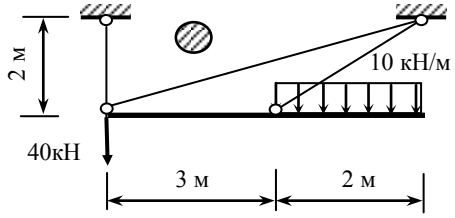

Рис. 1
2. Подобрать размеры поперечных сечений стержней из условия прочности, если $[\sigma] = \pm 160\ МПа$, (рис. 1).